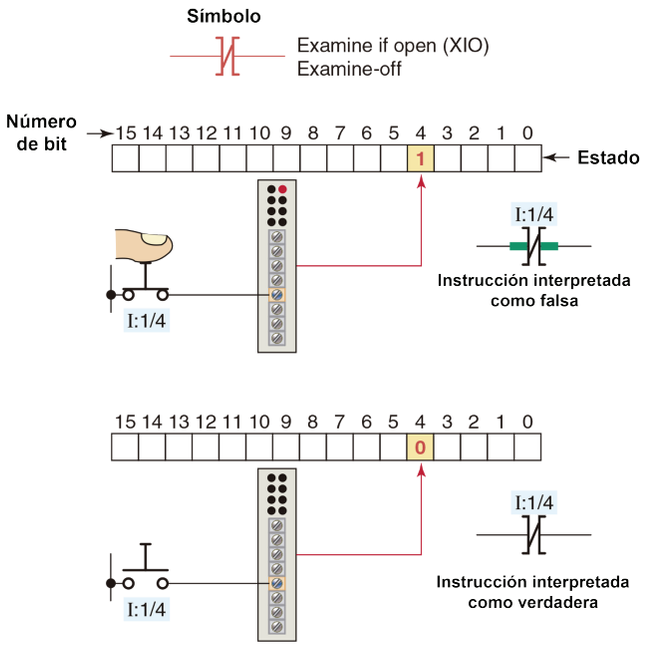

Figura 1-47. Esquema de funcionamiento de un contacto XIO
Esta instrucción (figura 1-47) se ve y opera como un contacto de relevador normalmente cerrado. Cuando el PLC entra en operación el contacto está siendo examinado y toma una decisión basado en el valor del argumento. El valor del argumento en el caso de esta instrucción puede ser uno (1) o cero (0), dicho de otra manera: verdadero o falso.